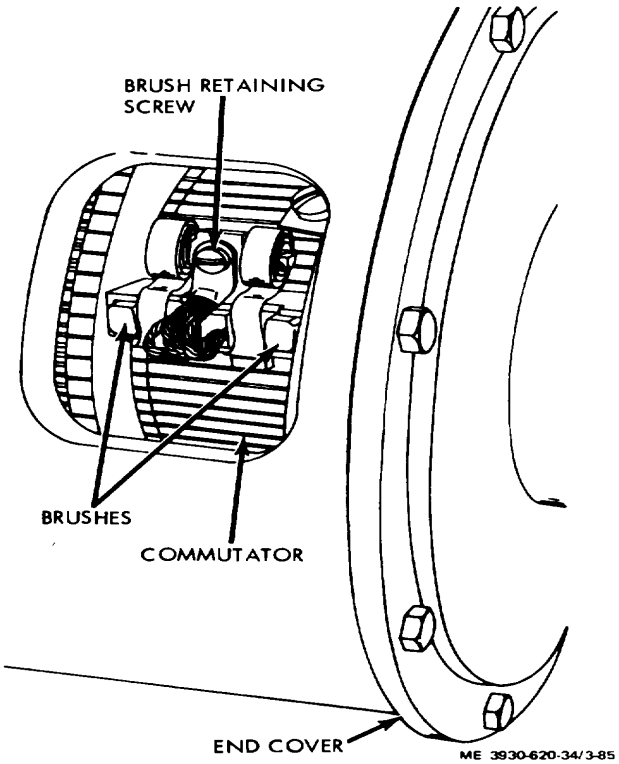

Figure 3-85. Brush location.
(1) Disconnect battery and discharge capactiors (para 2-5).
(2) Remove the toe and the floor plates (TM 10-3930-620-12).
(3) Remove the rear cover from around the stator.
(4) Remove brush retaining screws, lift brush retaining springs, and withdraw brushes from brush holder. (fig. 3-85)